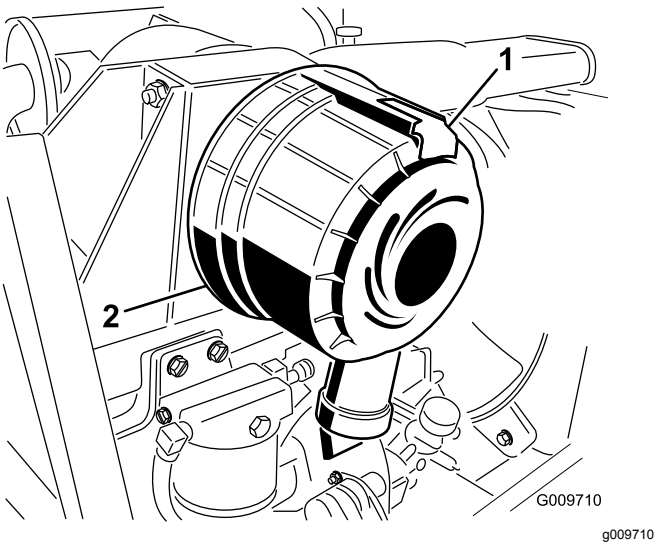

Figur 50
1. Træk låsen udad, og drej luftfilterdækslet mod uret (Figur 50).